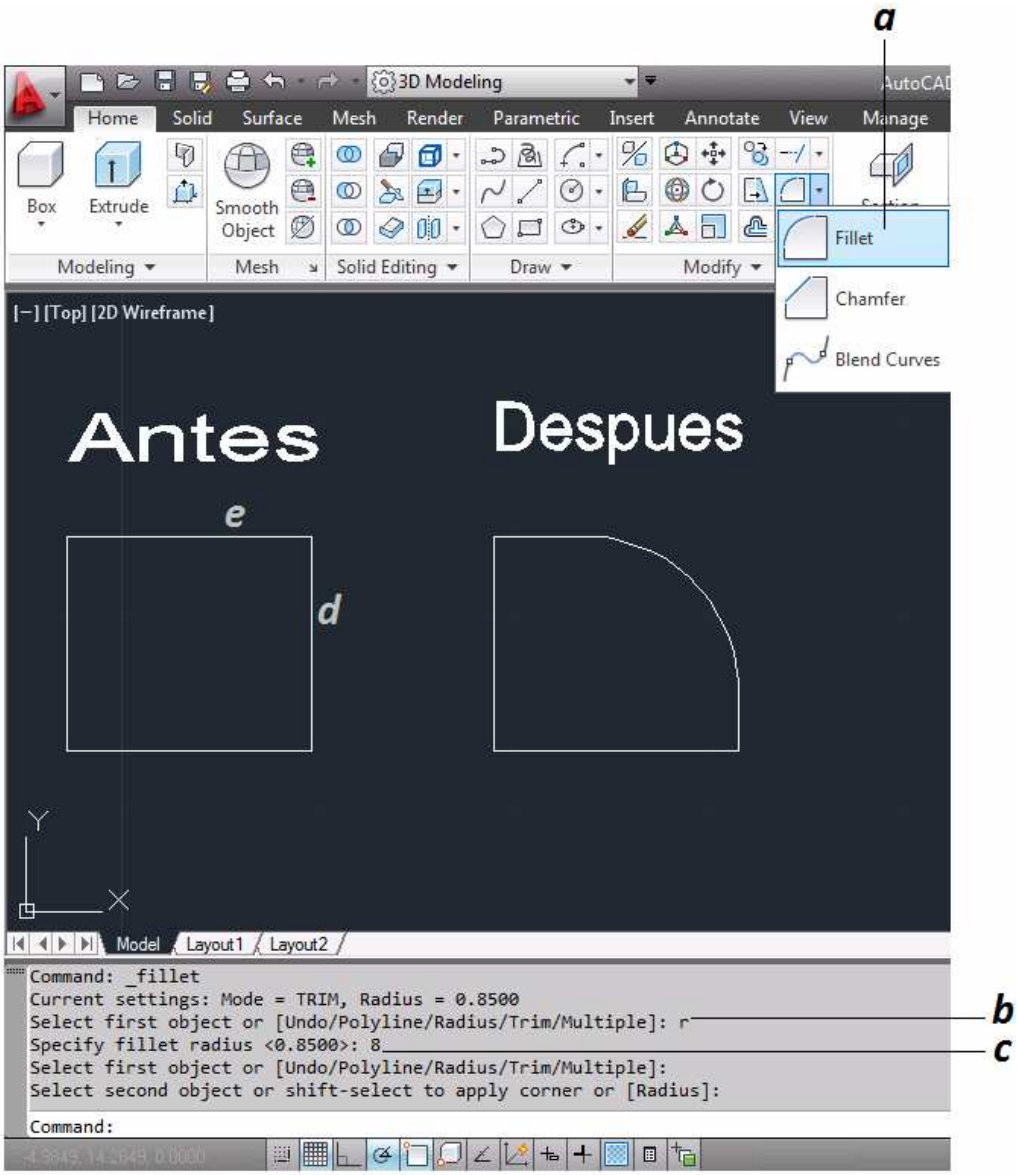

Figura 3.43 Modificacion de Entidades "Empalme"
a. Se selecciona el comando Empalme *(figura 3.43)*.
b. Se ingresa R con la cual se indica el valor del radio del arco *(figura 3.43)*.
c. Se ingresa 8 que es el radio del arco *(figura 3.43)*.
d. Se selecciona el primer elemento a empalmar *(figura 3.43)*.
e. Se selecciona el primer elemento a empalmar *(figura 3.43)*.